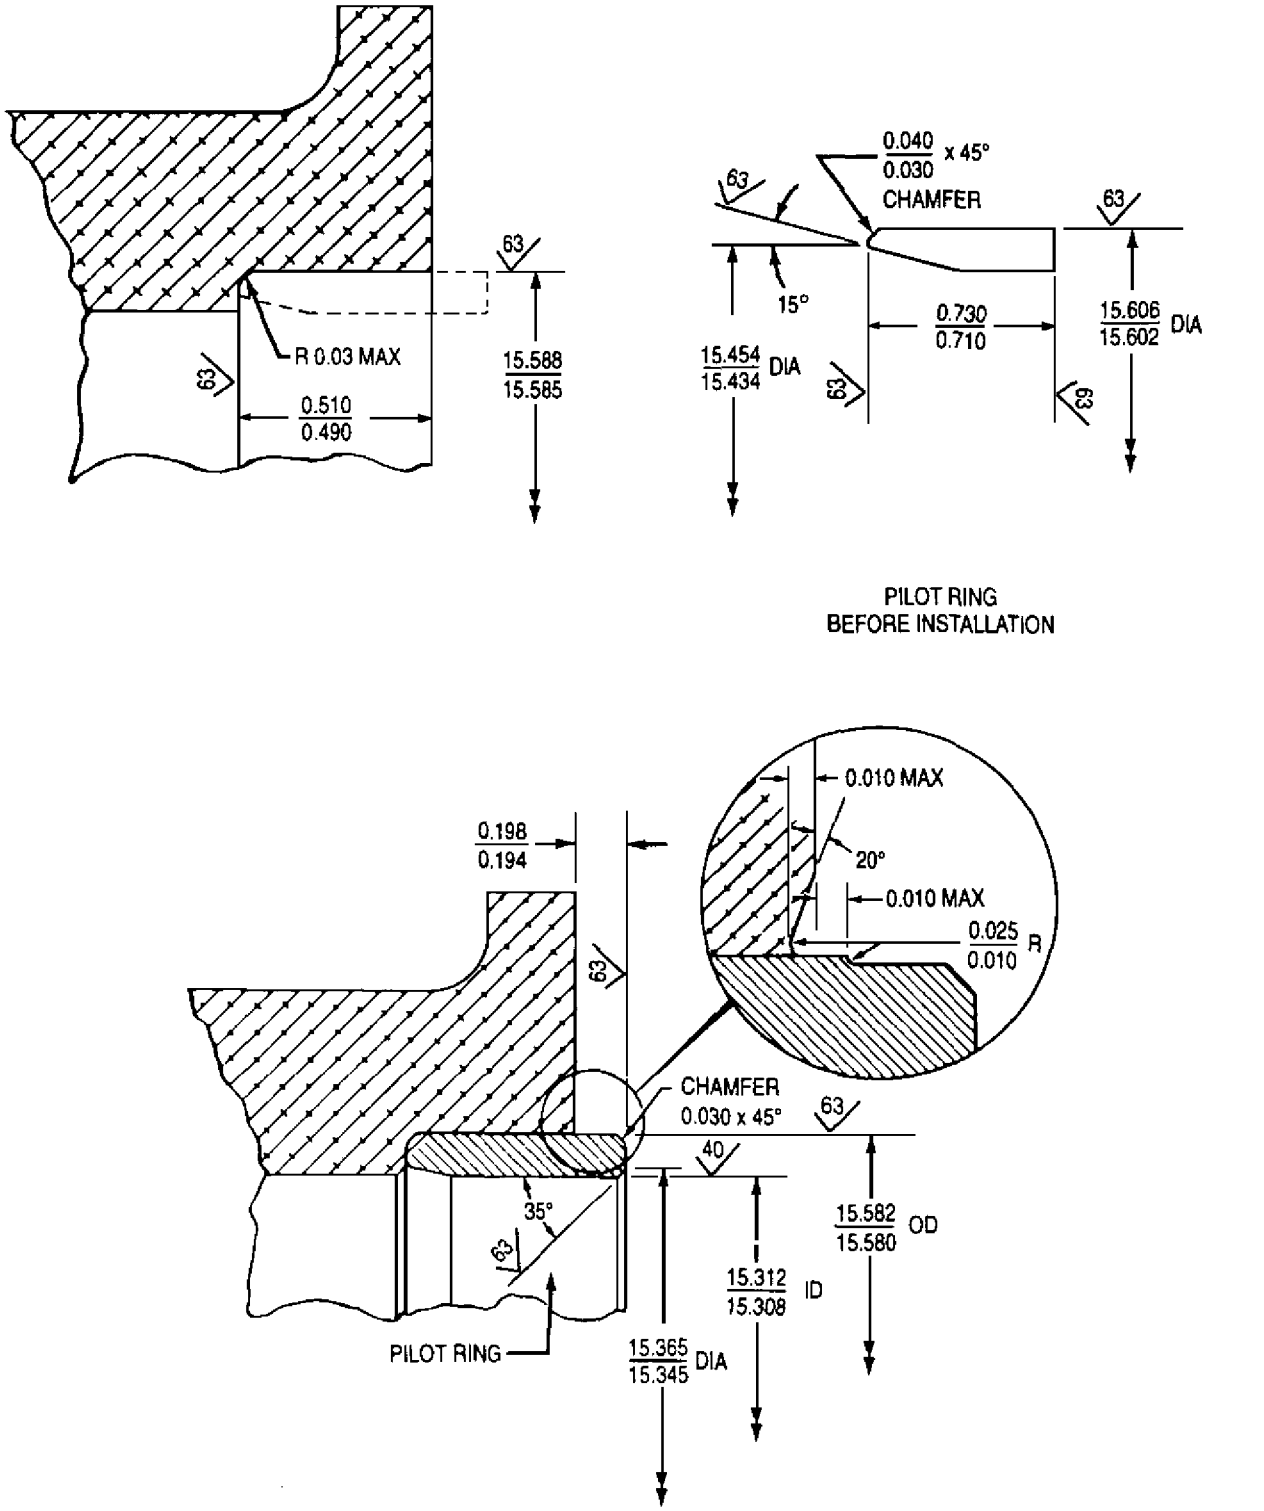
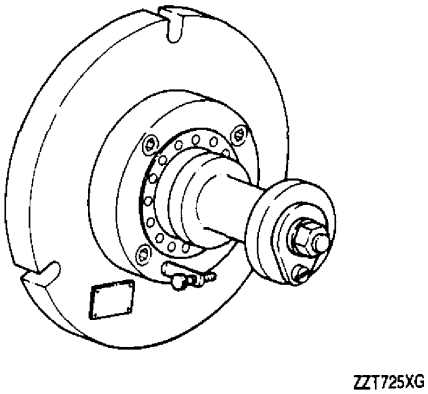
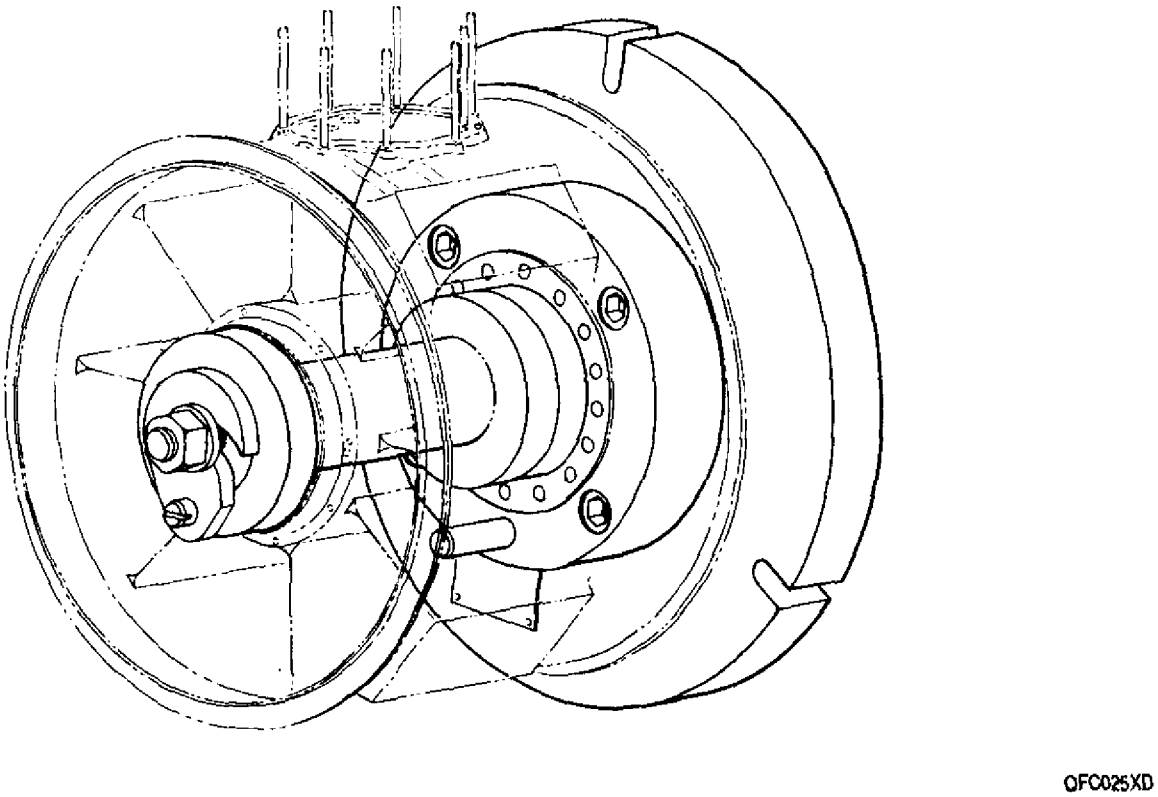

Figure 6. Air Inlet Housing Rear Pilot Ring Installation
Figure 15. 6797971 Air Inlet Housing Holding Fixture
Figure 16. Air Inlet Housing Installed on Inlet Housing Holding Fixture
a. With 6797971 (figure 15) air inlet housing holding fixture mounted in a lathe, install the housing on holding fixture (figure 16).
f. Fabricate pilot ring from AMS 5643 per figure 6. Heat treat ring in a neutral or slightly reducing atmosphere to 1875−1925°F (1024−1052°C), hold at temperature for one hour per in. of max cross section or 30 minutes minimum, and cool to 90°F (32°C) prior to installation.
j. Install inlet housing on 6797971 inlet housing holding fixture (figure 15), mounted in a lathe, and machine pilot ring as shown in figure 6. Use care as tool approaches the aluminum housing ID. A change in tool pressure will groove housing. The existing housing ID shall not be machined. The machined pilot ring ID and OD must both be concentric with the axis established by the rear splitline and the extension shaft bore within 0.002 in. FIR.